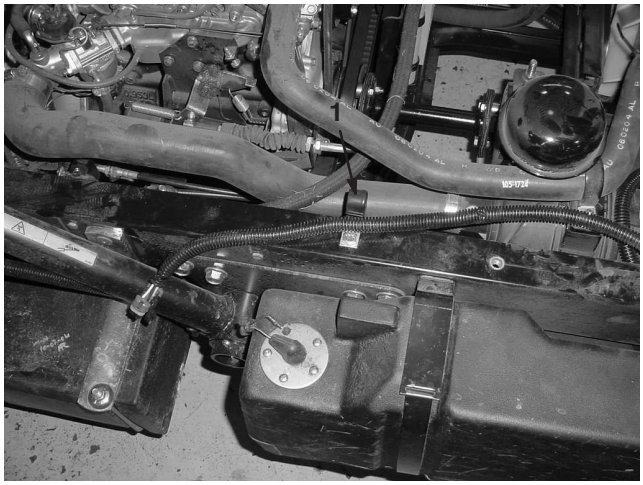

Bild 21
8. Befestigen Sie einen J-Clip mit einer 3/8–16 x 3/4 Zoll Kopfschraube an der Schiene des Fahrzeugrahmens, wie in Bild 21 dargestellt. Verlegen Sie den Kabelbaum durch den J-Clip, wie in Bild 21 dargestellt.